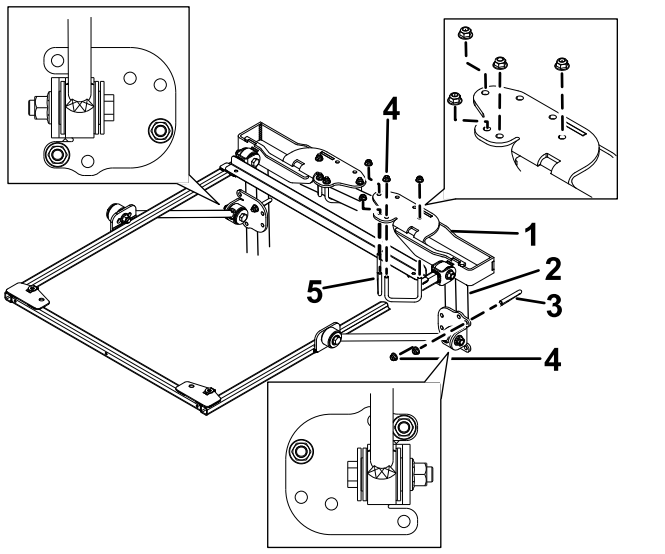

Figur 36
4. Sätt monteringsfästena till vältskyddet på traktorenhetens störtbåge (Figur 36). Kontrollera att störtbågen sitter mitt på monteringsfästena till vältskyddet.
5. Använd monteringshålen som visas i Figur 36 och montera vältskyddets fästen ovanpå störtbågen med två U-bultar (2 3/4 tum) och fyra flänsmuttrar.
6. Använd monteringshålen som visas i Figur 36 och fäst stagen till fästena löst på störtbågsstolparna med en U-bult (4 tum) och två flänsmuttrar.